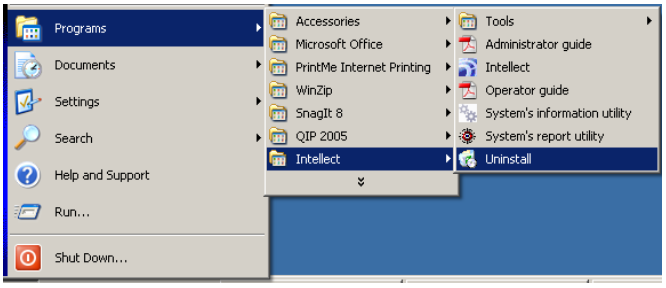

Figure 5.3-1. Launching the INTELLECT™ software uninstall process with the Start menu
1. In the command prompt select the following: Start ⇒ Programs ⇒ Intellect and then Uninstall in the drop down list, as shown in Figure 5.3-1.